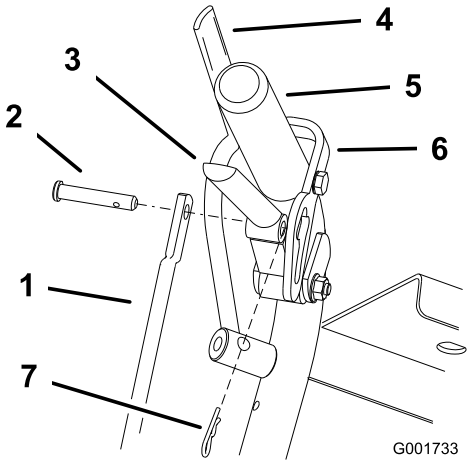

Figuur 37
1. Stel de lengte van de stang af door de rijhendel los te laten en de R-pen en gaffelpen te verwijderen. Draai de stang in de fitting (Figuur 37).
4. Steek de gaffelpen in de rijhendel (Figuur 37).
6. Steek de R-pen tussen de rijhendels en de vergrendelde neutraalstand en in de gaffelpennen (Figuur 37).